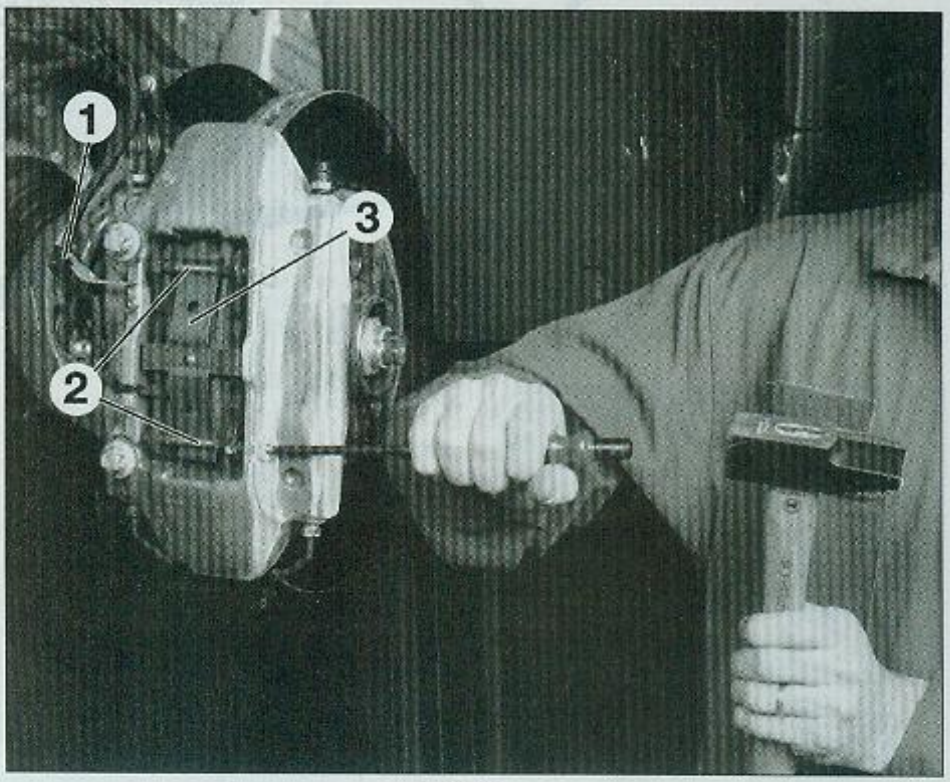

FIG. 4
- **Du côté gauche,** débrancher le connecteur (1) du capteur d'usure des plaquettes puis le déposer de son support (Fig.4).